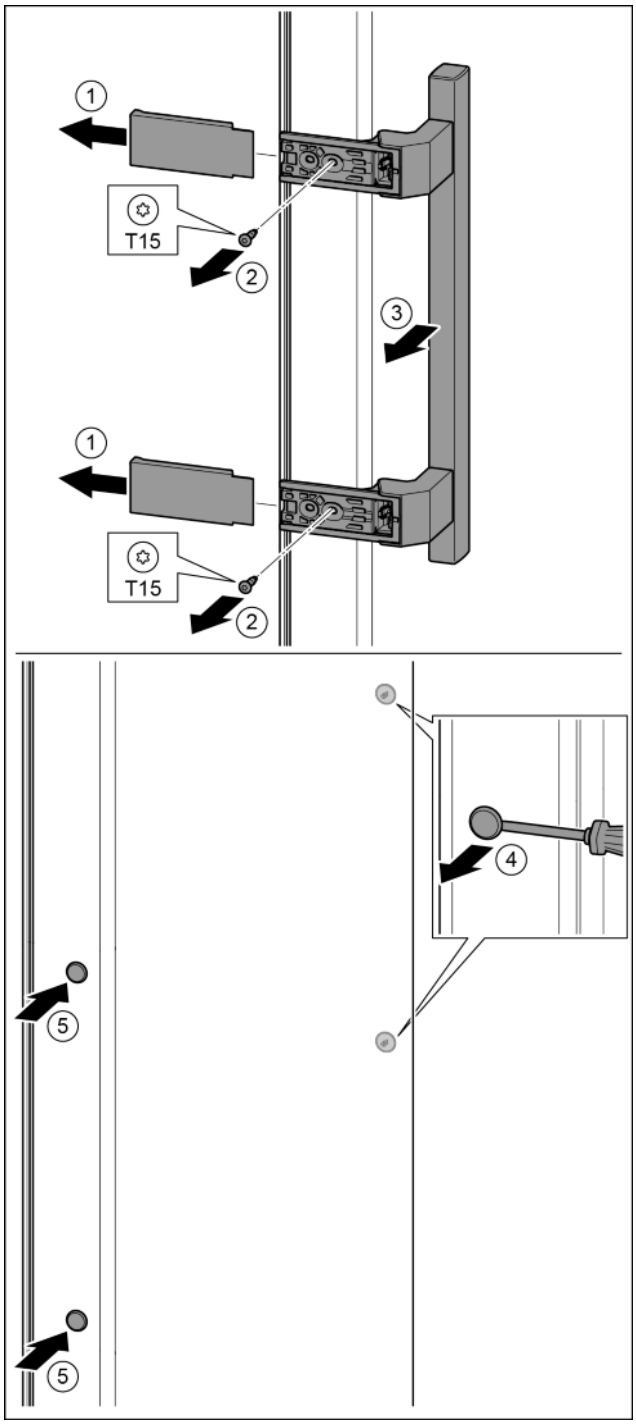

*Fig. 21*
- ▶ Pull off the cover. *Fig. 21 (1)*
- ▶ Remove the screws with the T15 screwdriver. *Fig. 21 (2)*
- ▶ Remove the handle. *Fig. 21 (3)*
- ▶ Carefully lift up the side plugs with a slotted screwdriver and pull them out. *Fig. 21 (4)*
- ▶ Insert the plugs again on the other side. *Fig. 21 (5)*